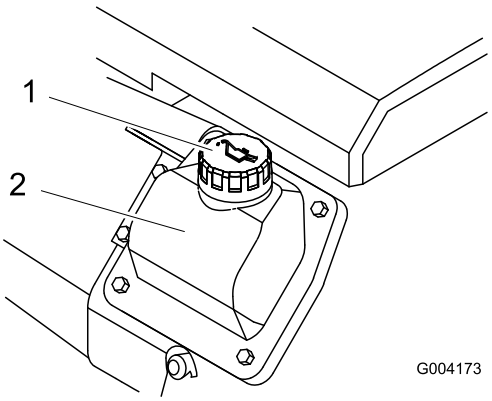

Figuur 16
8. Als het oliepeil te laag is, reinigt u de omgeving van de vulbuisdop en verwijdert u de dop (Figuur 16).